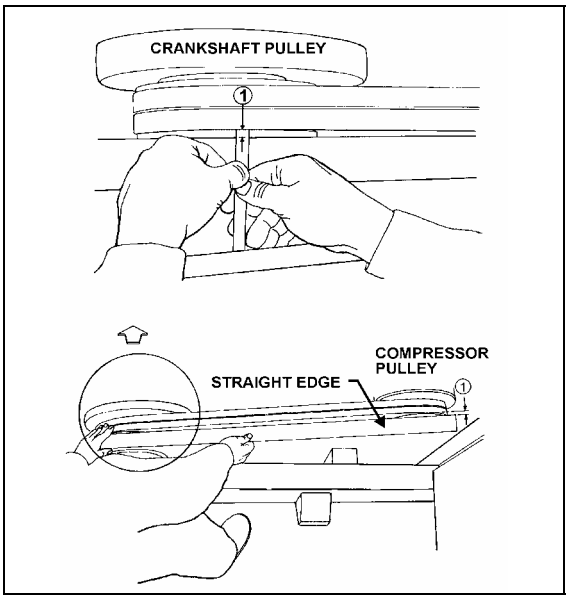

FIGURE 24: COMPRESSOR ALIGNMENT 22040
2. Check the distance between each extremity of straight edge (1. Fig. 24) and the first drive belt. If they are different, loosen the compressor support bolts and with a hammer, knock support to slide it in order to obtain the same distance; then tighten bolts.
2. Check the distance between each extremity of straight edge (1, Fig. 24) and drive belt. If they are different, loosen the pillow block compressor bolts and with a hammer, knock compressor pillow block to slide it, in order